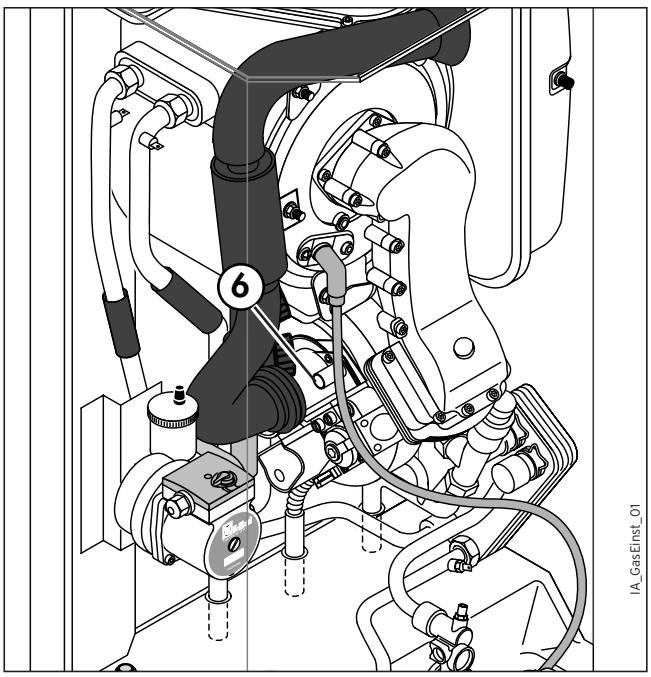

Rys. 5.5 Przeprowadzanie regulacji współczynnika nadmiaru powietrza (regulacja gazu)
- Nastawić, jeśli jest to konieczne, odpowiednią zawartość CO_2 w spalinach (tabela 5.1) poprzez obrót śruby (**6**) (Rys. 5.5).